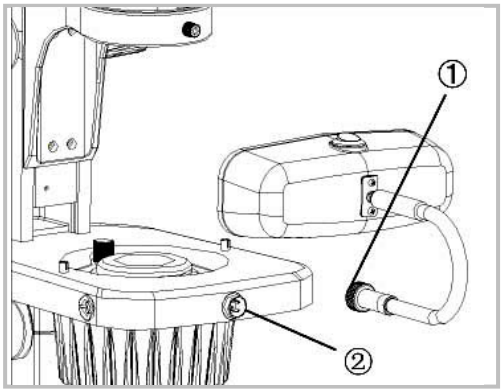

Fig. 3
**Installing the Fluorescent Overhead Light (Fig. 3)**